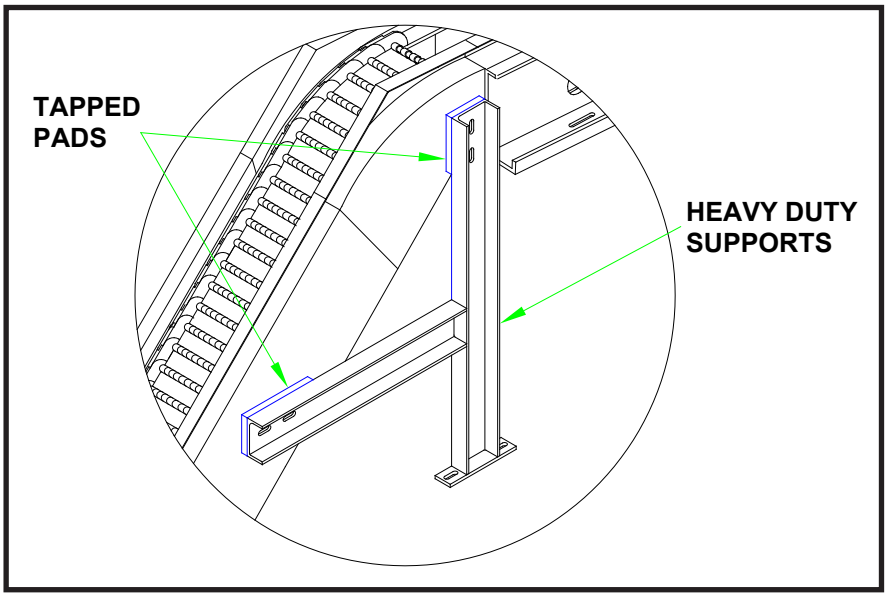

FIGURE 2
Standard heavy duty supports are always shipped assembled. See **FIGURE 2** for component breakdown.
1. If supports have been provided bolt them to the frame. Generally there are tapped pads welded to frame sections for the supports to bolt up to. See ***FIGURE 2***.